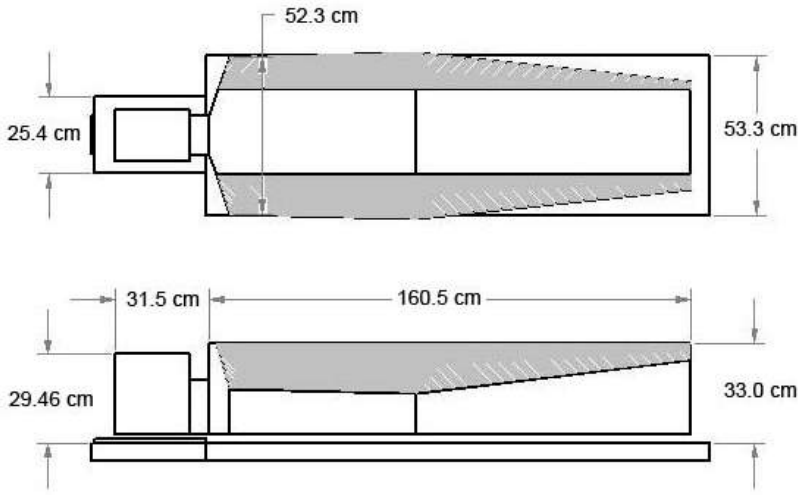

Figura 7 Dimensões da zona de segurança dinâmica para pacientes grandes (mesa de tratamento padrão e configuração da Mesa Plana do RoboCouch)
- **Large** (Grande): Baseado em dados referentes ao tamanho de um homem percentil 99 (Figura 7 na página 1-28).